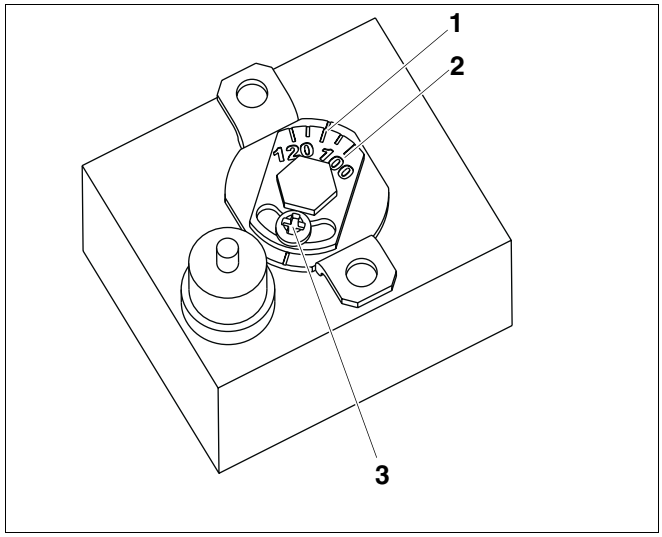
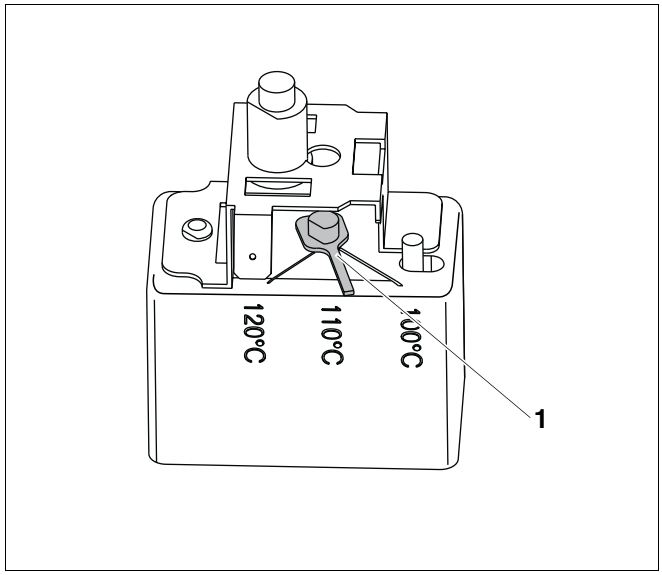

Afb. 61 Variant A van de STB
Afb. 62 Variant B van de STB
- Ga eerst na, welke variant van de veiligheidstemperatuurbegrenzer is ingebouwd (vgl. afb. 61 en afb. 62).
Variant A (afb. 61)
- Draai de schroef (afb. 61, **pos. 3**) los.
- Plaats het metalen deeltje met de temperatuurschaal (afb. 61, **pos. 2**) op de markering (afb. 61, **pos. 1**).
- Draai de schroef (afb. 61, **pos. 3**) weer aan.
Variant B (afb. 62)
- Stel de hendel (afb. 62, **pos. 1**) in op de betreffende temperatuur.